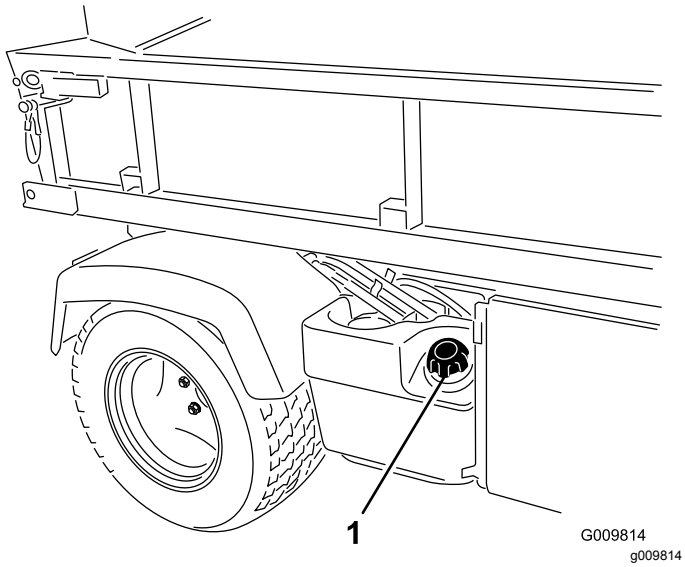

Figuur 18
2. Verwijder de dop van de brandstoftank (Figuur 18).